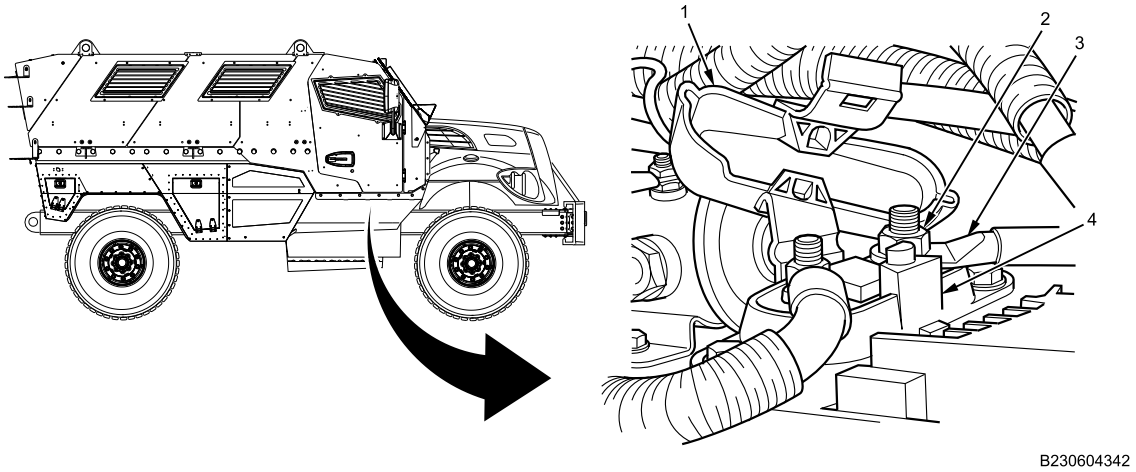

Figure 5. 300A Megafuse and Holder.
2. Install winch RED feed cable (Figure 5, Item 3) and nut (Figure 5, Item 2) on megafuse holder (Figure 5, Item 4). Tighten nut securely.
3. Install megafuse cover (Figure 5, Item 1) on megafuse holder (Figure 5, Item 4).